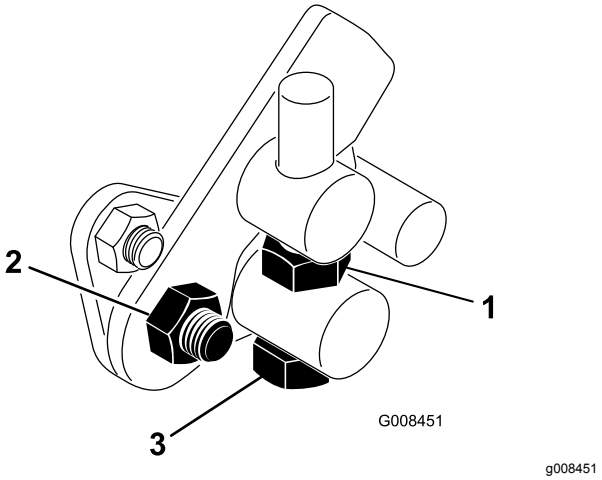

Figur 43
1. Løsn kontramøtrikken på trækbøjlen (Figur 43).
4. Tilspænd kontramøtrikken på tappens maskinskrue og møtrikken på pedalens drejetap for at låse justeringen (Figur 43). Kontroller justeringen, og juster som påkrævet.